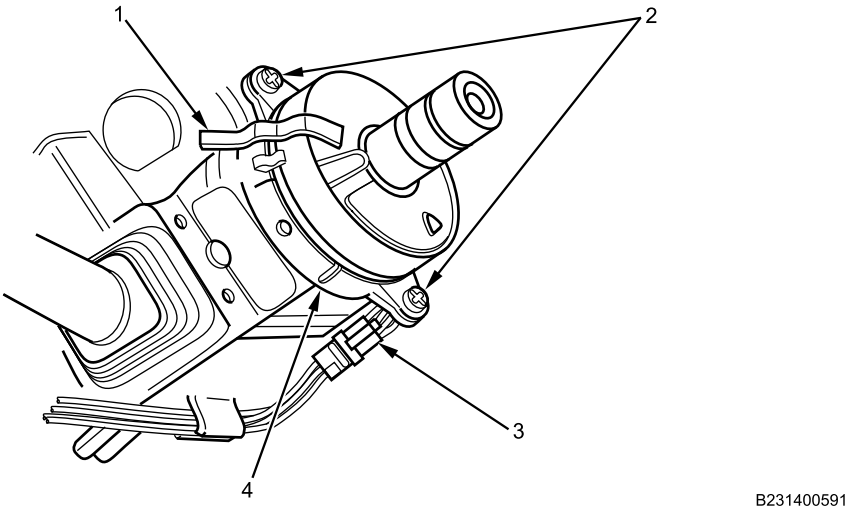

Figure 6. Clock Spring.
3. Install clock spring (Figure 6, Item 4) on steering column with three mounting screws (Figure 6, Item 2) and tighten securely.
4. Apply dielectric grease to connector ends (Figure 6, Item 3). Connect lower clock spring wiring harness connector.
5. Remove tape (Figure 6, Item 1) from clock spring (Figure 6, Item 4).